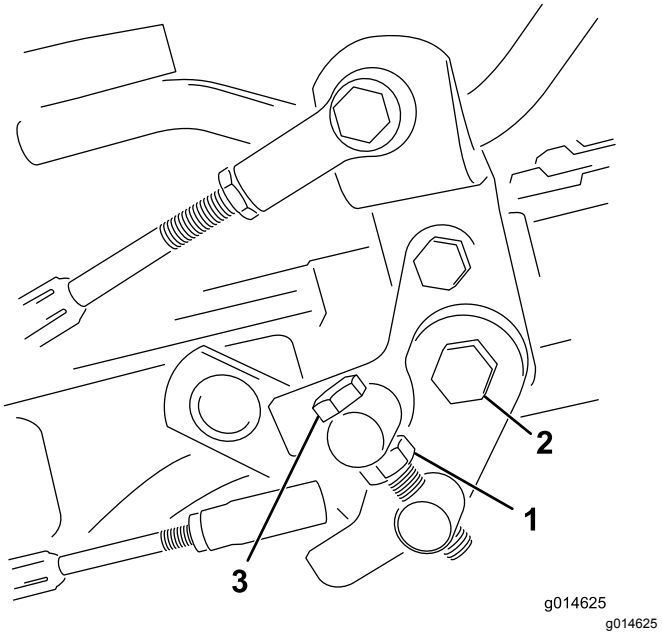

Figuur 41
1. Draai de contramoer op de draaitapbout los (Figuur 41).
4. Draai de contramoer op de draaitapbout en de moer op het scharnierpunt van het pedaal vast om de afstelling te vergrendelen (Figuur 41). Controleer de afstelling en stel nogmaals af indien dit nodig is.